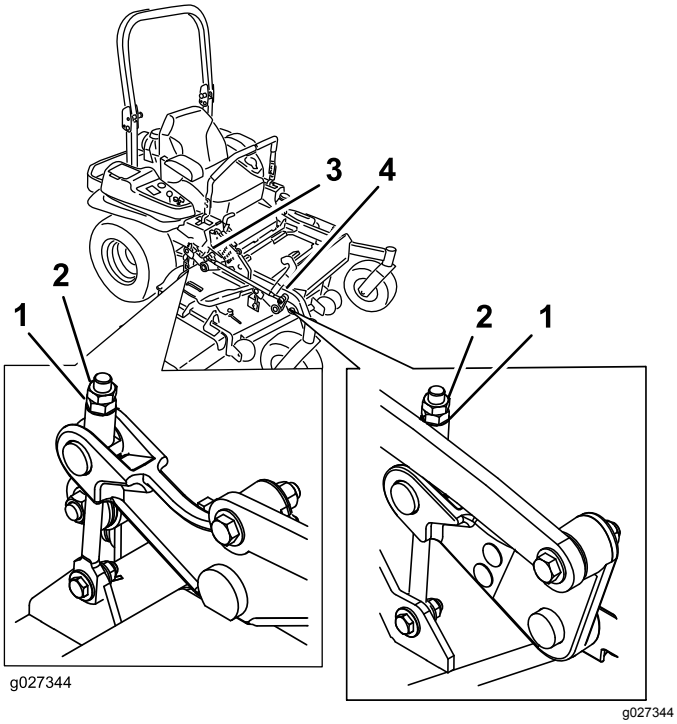

Figura 97
10. Gire la tuerca de ajuste del conjunto de elevación de la carcasa delantera para modificar la altura (Figura 97).
16. Gire el tornillo de ajuste hasta obtener una altura de 8,3 mm (Figura 97).